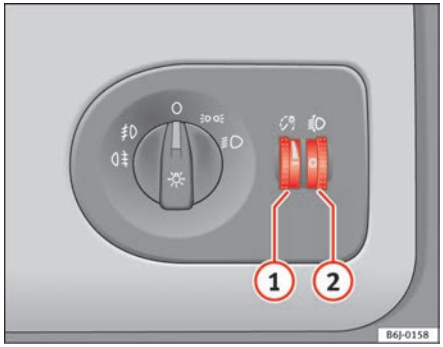

Fig. 52 Instrument panel: regulation for instrument and switch illumination and headlight range control
When the headlights are switched on, the brightness of the instruments and switch lighting can be regulated to suit your requirements by turning the thumb wheel ⇒ fig. 52 (1).